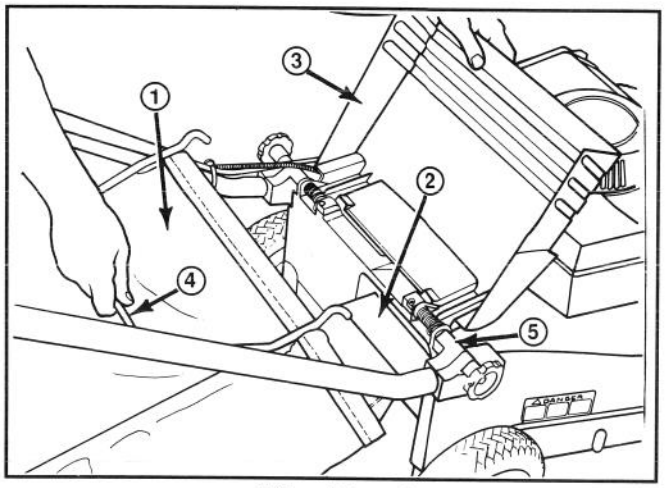

**Afbeelding 5**
**1.** Open kokerdeur, schuif de trechter aan de zak in de afvoeropening en haak zakframe aan het ronde gedeelte van de bevestigingsbeugels (Afb. 5).